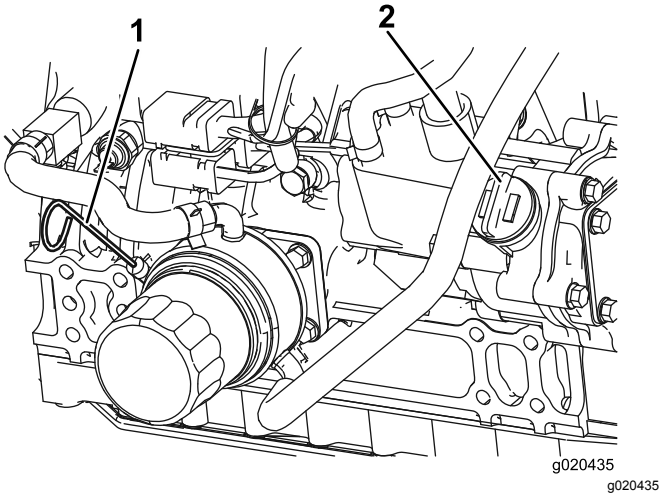

Figur 73
3. Fjern målepinden, tør den af, sæt den ind i røret, og træk den ud igen. Oliestanden bør nå op til Full-mærket (Figur 73).
4. Hvis olien står under Full-mærket, skal du fjerne påfyldningsdækslet (Figur 73) og fylde olie på, indtil niveauet når Full-mærket. **Fyld ikke for meget på.**